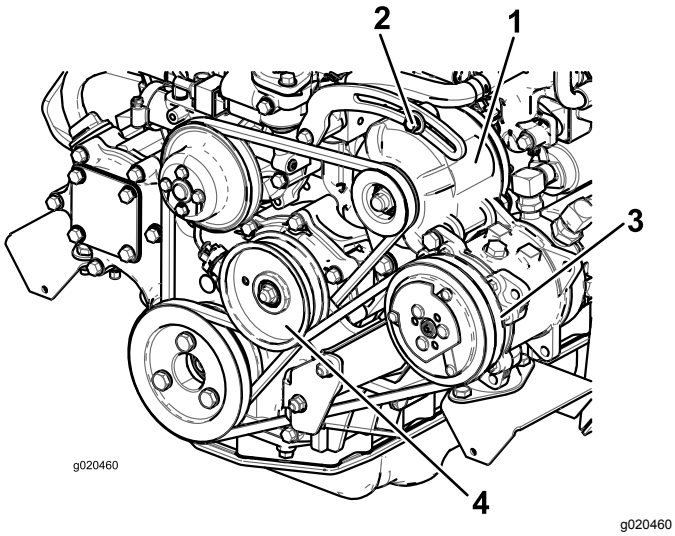

**Figur 95**
Kontroller remmens tilstand og spænding (Figur 95) efter hver 100 driftstimer.
2. Hvis afbøjningen ikke er 10 mm, skal generatorens monteringsbolte løsnes (Figur 95). Øg eller mindsk generatorremmens stramhed, og tilspænd boltene. Kontroller remmens afbøjning igen for at sikre, at stramningen er korrekt.
2. Hvis afbøjningen ikke er 10 mm, skal styreremskivens monteringsbolt løsnes (Figur 95). Øg eller mindsk kompressorremmens stramhed, og tilspænd bolten. Kontroller remmens afbøjning igen for at sikre, at stramningen er korrekt.